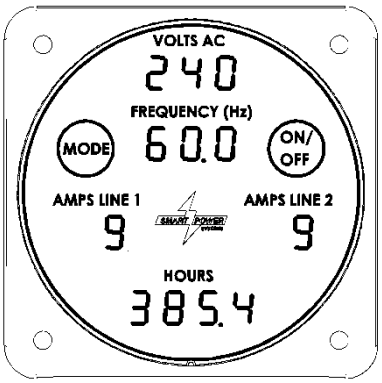

Figure 14 – Command & Control Center in normal mode
1. The Command & Control Center will show the generator's output voltage, frequency, current, and system run time whenever the Command & Control Center is in Normal mode. To access Normal mode, press the Mode switch repeatedly until the correct information is displayed (reference Figure 14).